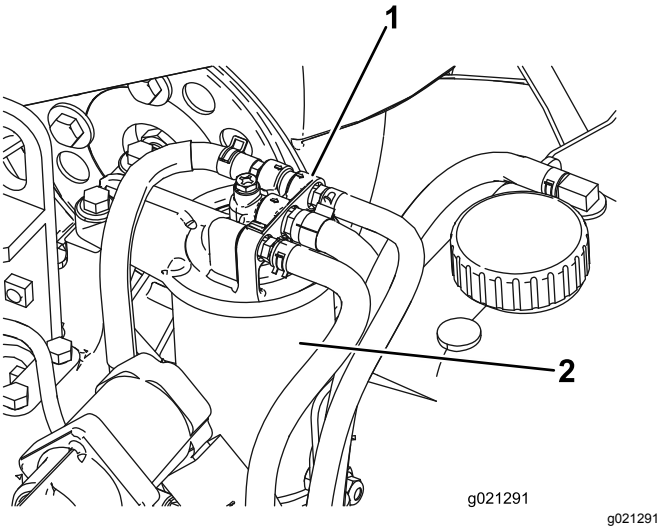

Figur 79
1. Rengjør området rundt drivstoffilterhodet (Figur 79).
2. Fjern filteret og rengjør hodemonteringsoverflaten (Figur 79).